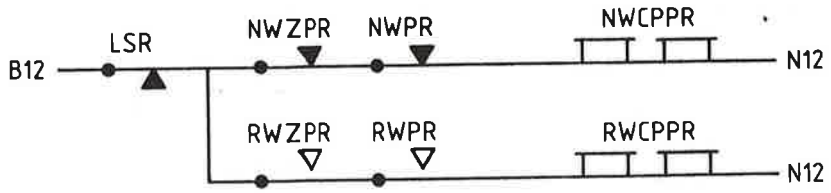

afb. 108
7.2.6 Het wisselkontrolecircuit (afb. 108)